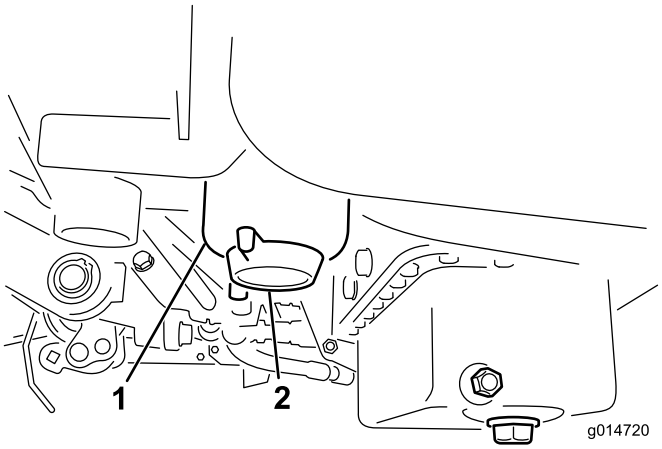

**Figur 45**
2. Rengør området, hvor filterskålen monteres (Figur 45).
4. Åbn filteraftapningsventilen (Figur 45).